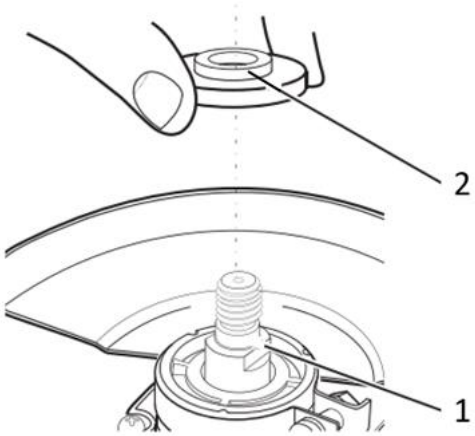

Рис. 2
1. Установите опорный фланец на шпиндель. Убедитесь, что фланец не проворачивается относительно шпинделя (Рис. 2).